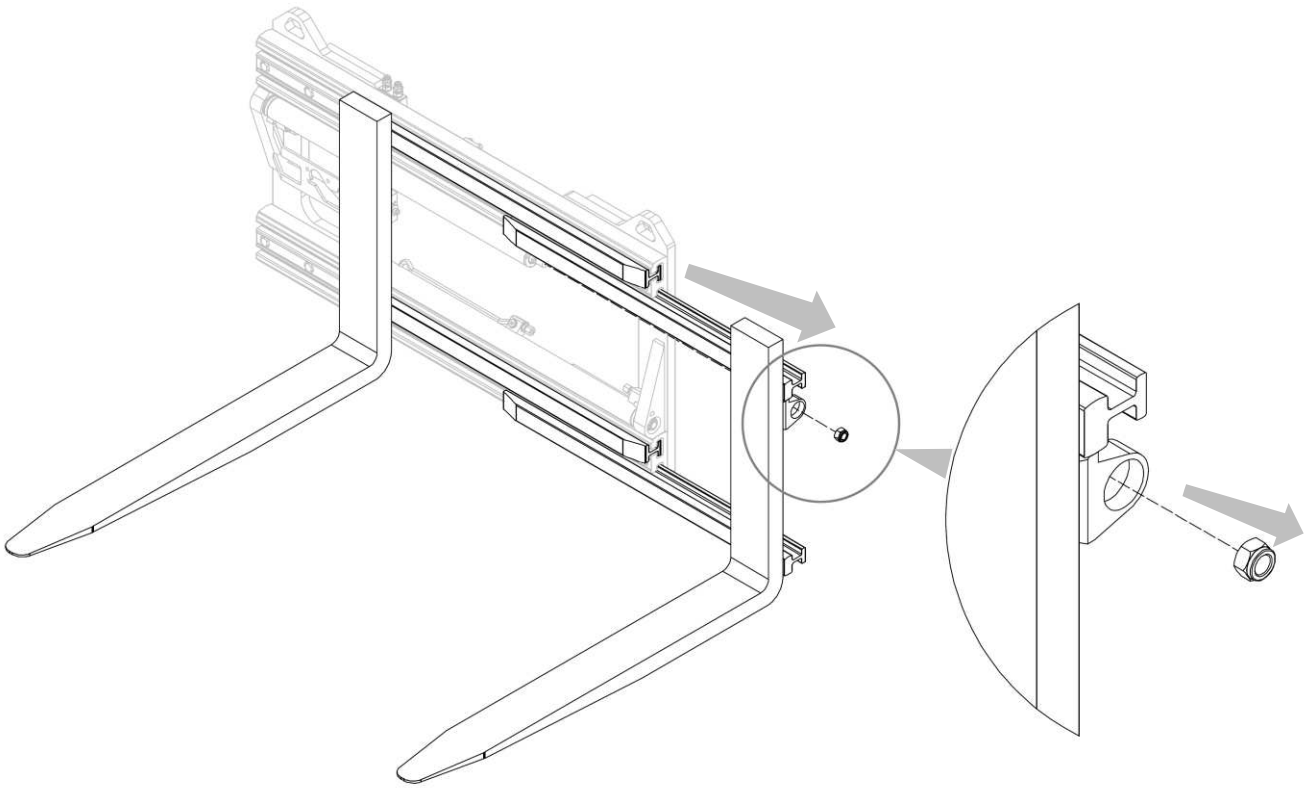

Figura 21
2. Retirar los perfiles con las horquillas soldadas después de haber desatornillado las corresondientes tuercas que las aseguran a los cilindros (mira *Figura 21*).